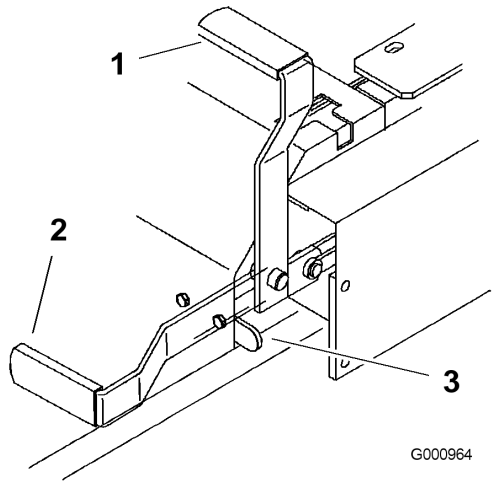

Figure 10
2. Tirez le frein de stationnement vers le haut et l'arrière pour le serrer (Figure 10). Une fois serré, le frein de stationnement ne doit plus bouger.
Poussez le levier du frein de stationnement vers l'avant et vers le bas (Figure 10) pour le desserrer. Le frein de stationnement est desserré et le levier est en appui contre la butée du frein.